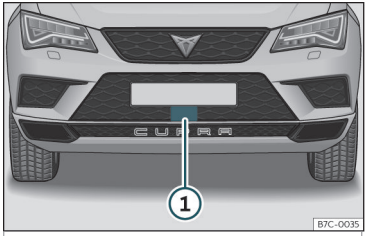

Fig. 211 En el paragolpes delantero: sensor de radar.
En el paragolpes delantero va montado un sensor de radar para captar la situación del tráfico ››› **fig. 211 ①**.